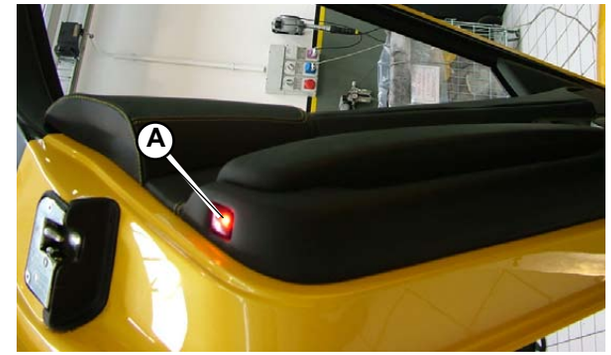

Fig.19
2. Using a screwdriver, detach the LED on the rear of the door and unscrew the screw (**A-Fig.19**) located in its housing.